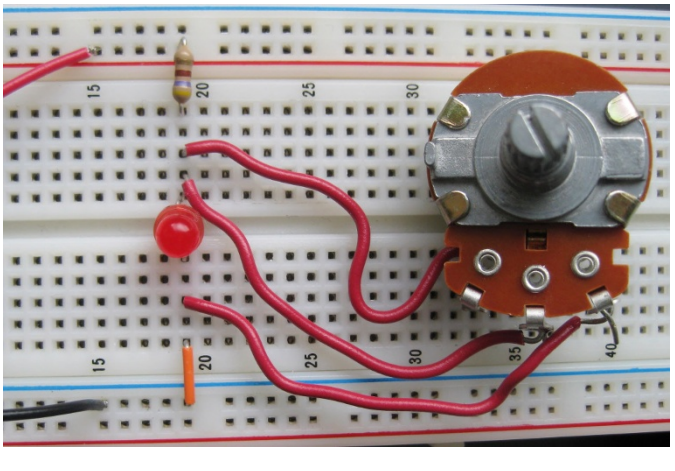

Figura 9-12: Al girar la perilla del potenciómetro, se varía el voltaje del LED. Cuando el voltaje supera los 2 V, este se enciende.
2. **Construya el circuito, utilizando la Figura 9-12 como guía.**